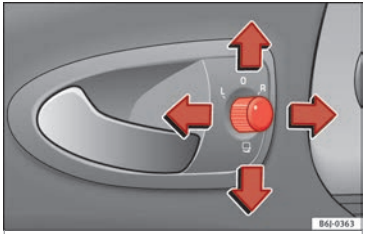

Fig. 131 Exterior mirror controls.
1. Turn knob ››› **Fig. 131** to position **L** (**left exterior mirror**).
– Turn the control ››› **Fig. 131** to position to fold in the exterior mirrors. You should always fold in the exterior mirrors if you are driving through an automatic car wash. This will help prevent damage.